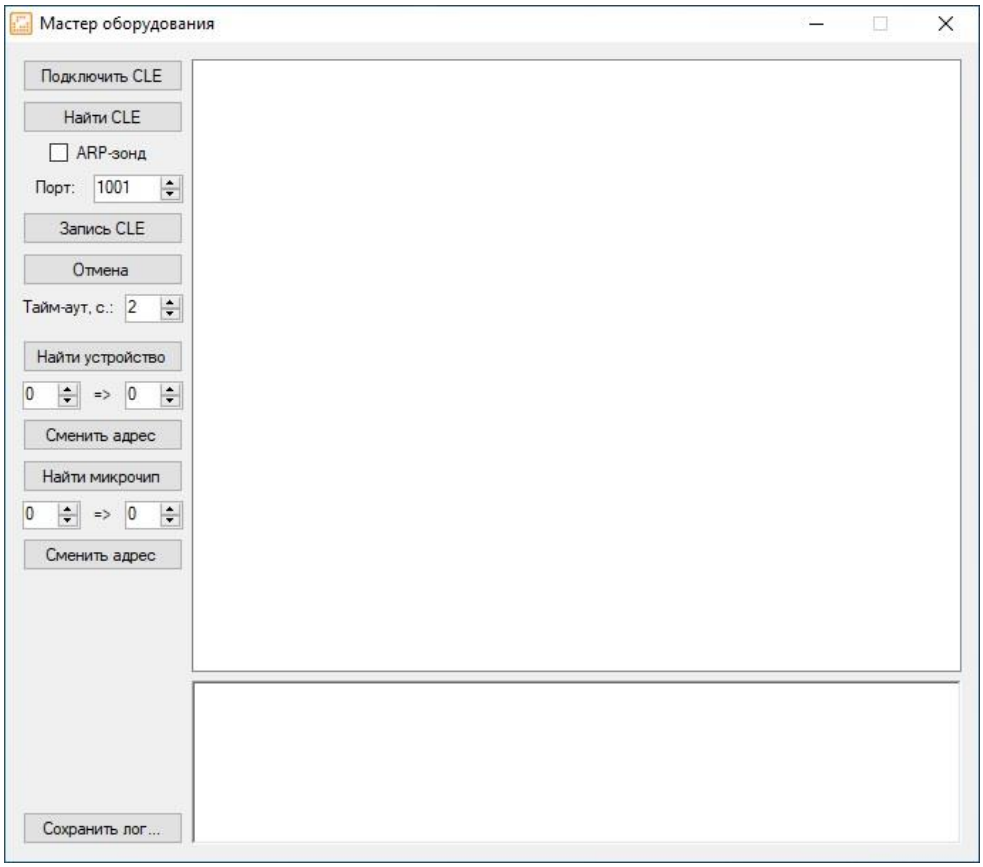
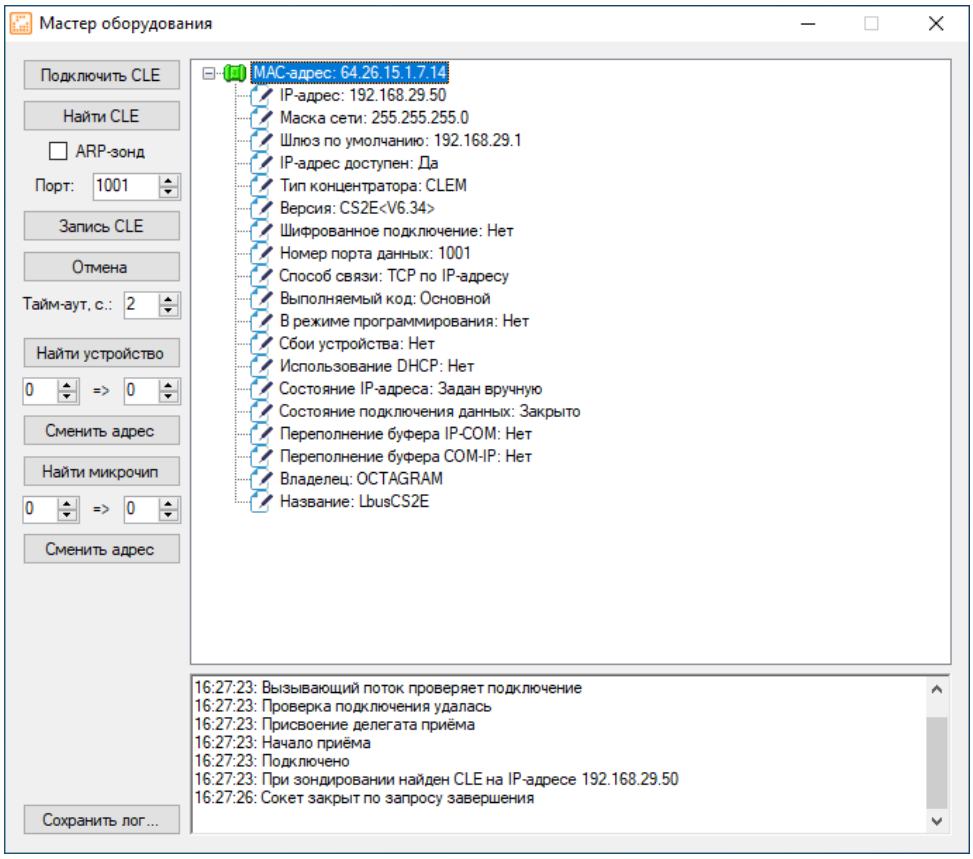

Рисунок 2. Окно утилиты «Мастер настройки оборудования» (Hardware Utility)
Рисунок 3. Настройка сетевых параметров конвертера CLE HT
- запустите утилиту Hardware Utility (Рисунок 2) и нажмите кнопку «Найти CLE» - в появившемся окне отобразится конвертер (Рисунок 3);